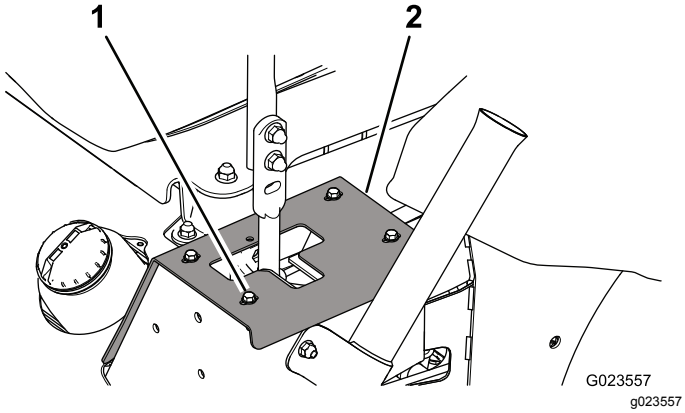

Figur 62
2. Du får adgang til dæmpermonteringsboltene ved at fjerne de bolte, der fastgør stoppladerne til stellet (Figur 62).